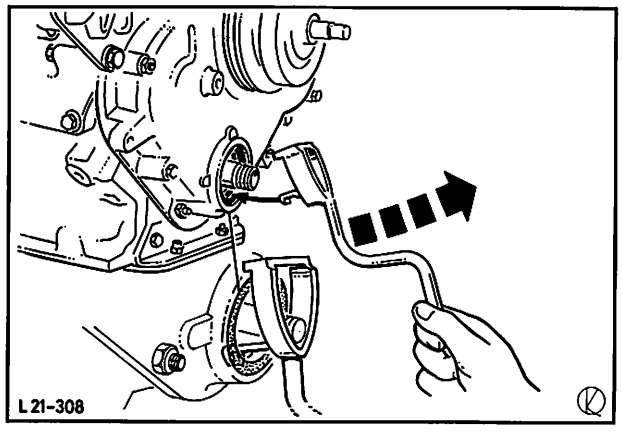

Abb. 154 Radialdichtring – Kurbelwelle mit Spezialwerkzeug herausziehen
6. Radialdichtring – Kurbelwelle mit Spezialwerkzeug 21-051 herausziehen, Abb. 154.